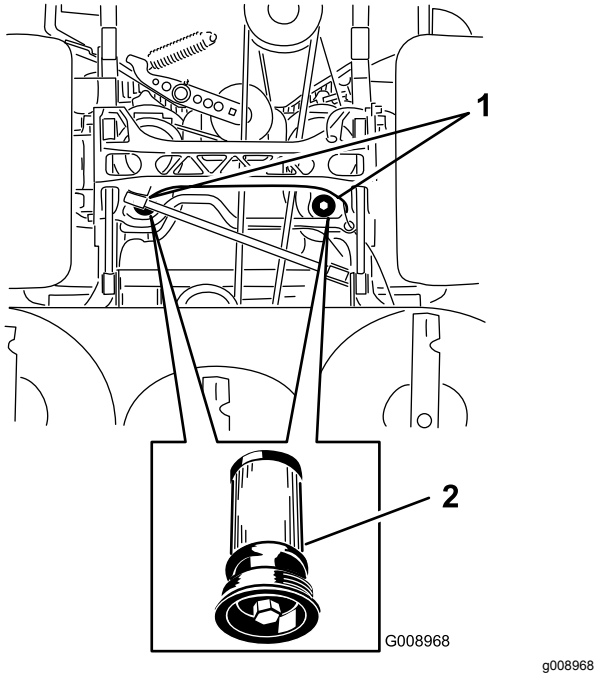

Figur 92
5. Sätt ett tömningstråg under filtret, ta bort det gamla filtret och torka ytan ren (Figur 92).
6. Stryk på ett tunt lager hydraulolja på utbytesfiltrets gummipackning (Figur 92).